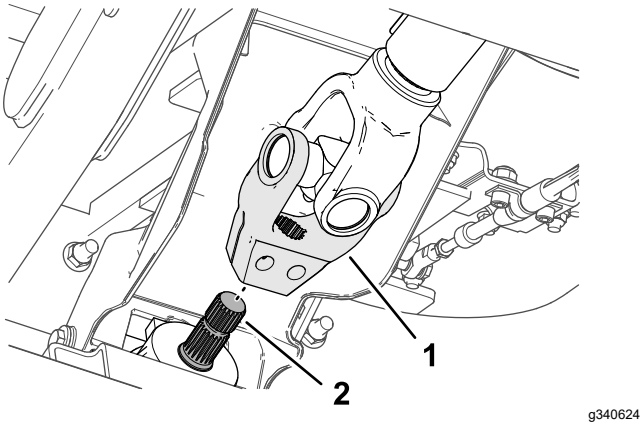

**Figura 18**
5. Allineate le scanalature nella forcella dell'albero di trasmissione sulle scanalature dell'albero di ingresso dell'attrezzo (Figura 18), e fate scorrere la forcella sopra l'albero.